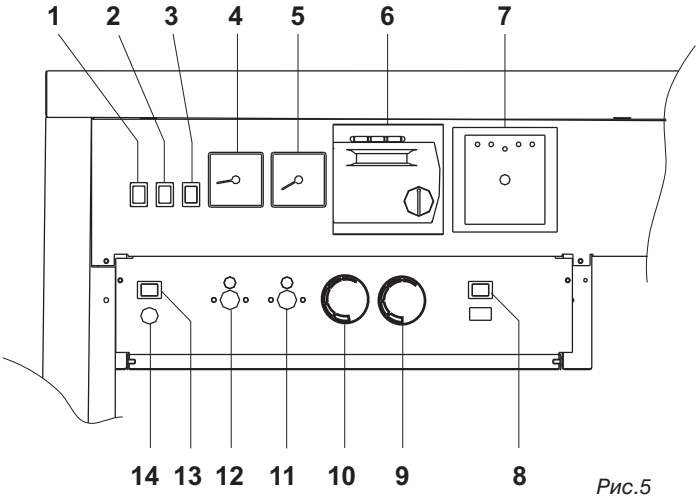

Рис.5
Размещение отдельных элементов управления и сигнализации котла изображено на рис.панели управления (рис. 5).
4. В связи с п.2 возможно котел переключить на максимальную или сниженную мощность с помощью переключателя мощности котла (рис. 5 / поз. 8).